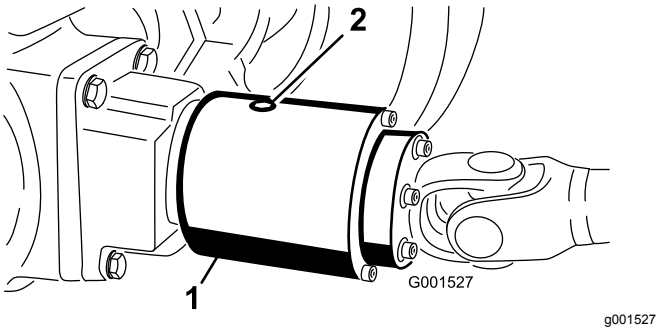

Figur 63
2. Vrid kopplingen (Figur 63) så att kontrollpluggen placeras i läget klockan 4.